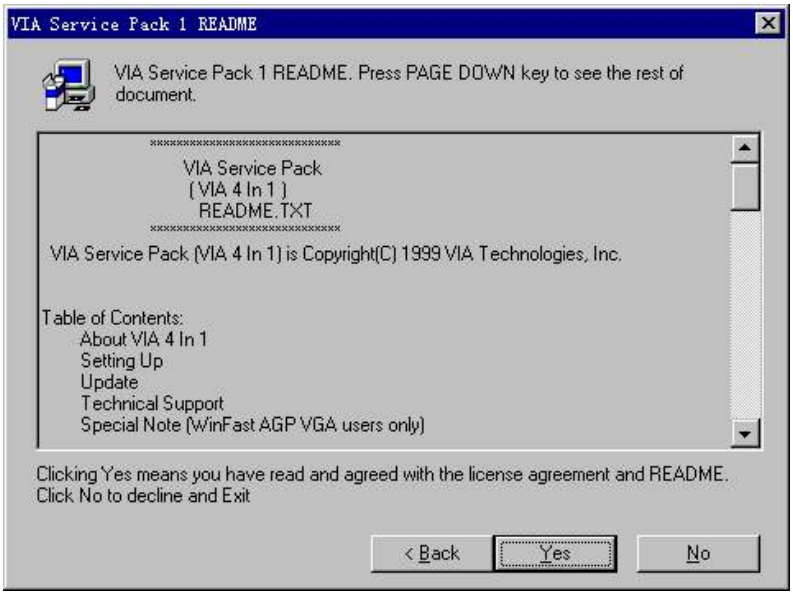

图 4-1-2
2、出现自述文件画面，点击“ Next ”继续（如图 4-1-2）。